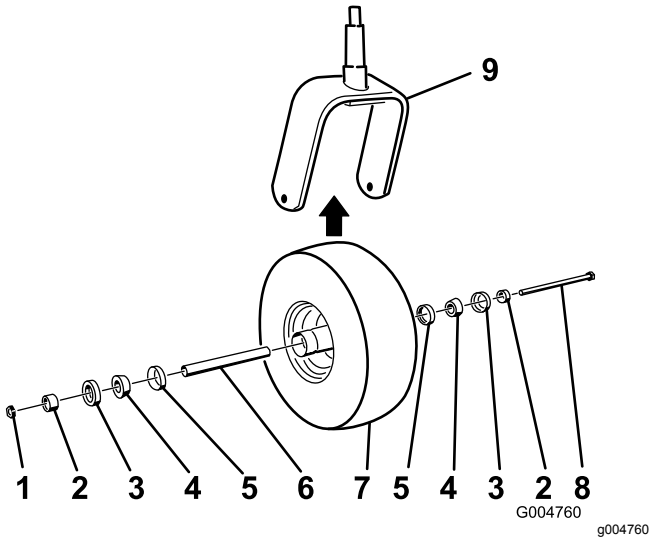

Rysunek 42
2. Zdejmij nakrętkę zabezpieczającą ze śruby (Rysunek 42).
5. Zamontuj koło samonastawne, wciskając łożyska stożkowe i uszczelki wypełnione smarem do piasty koła ustawionej w sposób pokazany na Rysunek 42.